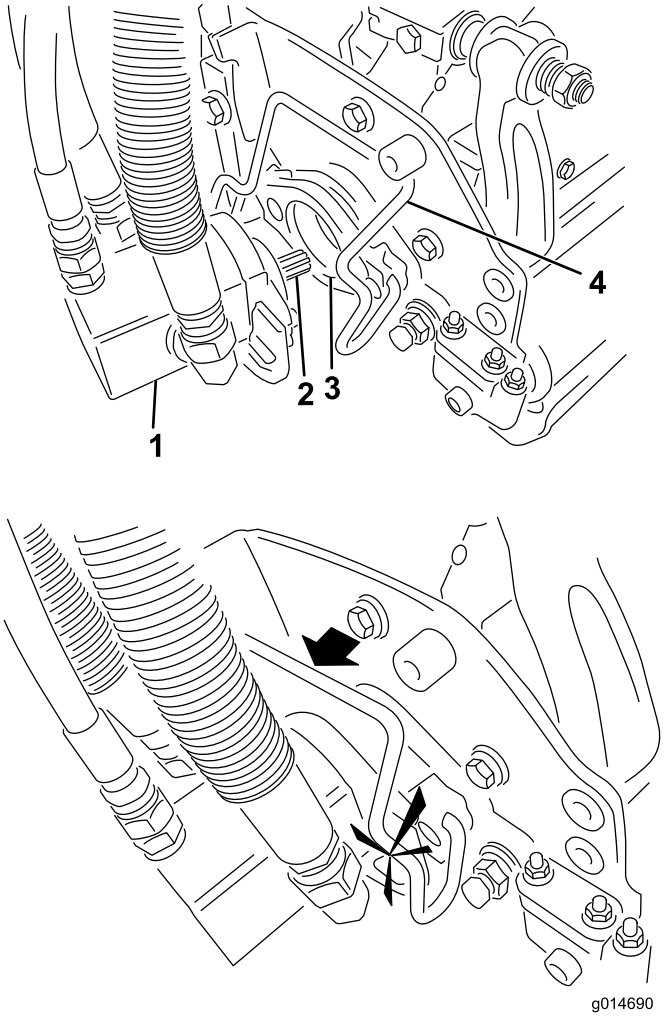

**Figur 14**
7. Kom rent smørefedt på notakslen på klippeenhedens motor (Figur 14).
8. Sæt motoren ind i klippeenhedens venstre side (set fra førersædet) og træk motorens holdestang på klippeenheden i motorens retning, indtil du hører et "klik" fra begge sider af motoren (Figur 14).